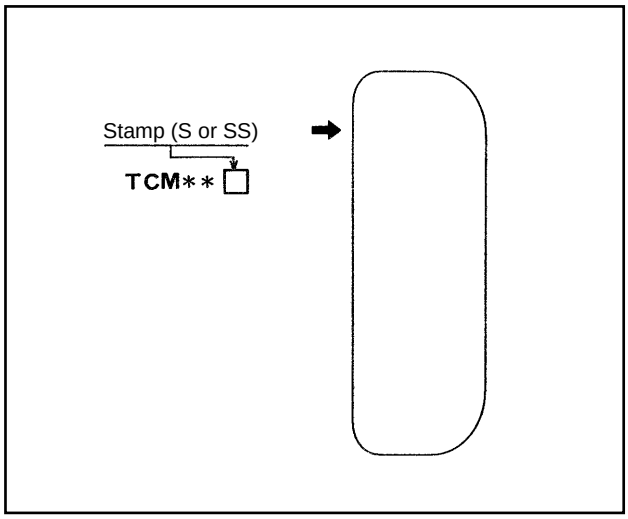

Fig. 8.12
(5) Remove the lift cylinder mounting bolts at the lower section of the outer channel and cylinders support at the middle section, and remove the lift cylinder from the outer channel. Remove the hydraulic hose with two wrenches, using caution not to loosen the fittings at the cylinder side.
(6) Operate the crane to lower the inner channel gradually and remove the end rollers from the lower section of the inner channel. At the same time, the end rollers at the upper section of the outer channel can also be removed.
(7) Replacing end rollers
① Remove upper end rollers with a puller, keeping shims.
② Install new end rollers with the shims removed in step ①. Check for the stamp of S or SS and install the roller which is marked the same stamp, pointing the stamp side to the inner channel side. (See Figure 8.12.)
③ Replace the lower end rollers, using same procedure as above. In this step, point the stamp side to the outer channel side.